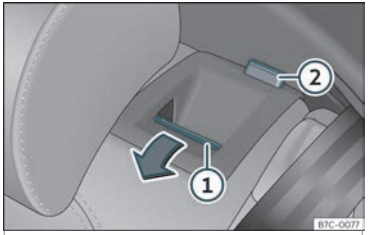

Fig. 102 Asento traseiro:abater o respaldo.
- Puxe da tecla de desbloqueo ››› **fig. 102** ① cara adiante e, ao mesmo tempo, abata o respaldo. O respaldo traseiro está desbloqueado cando aparece unha marca vermella na tecla ②.